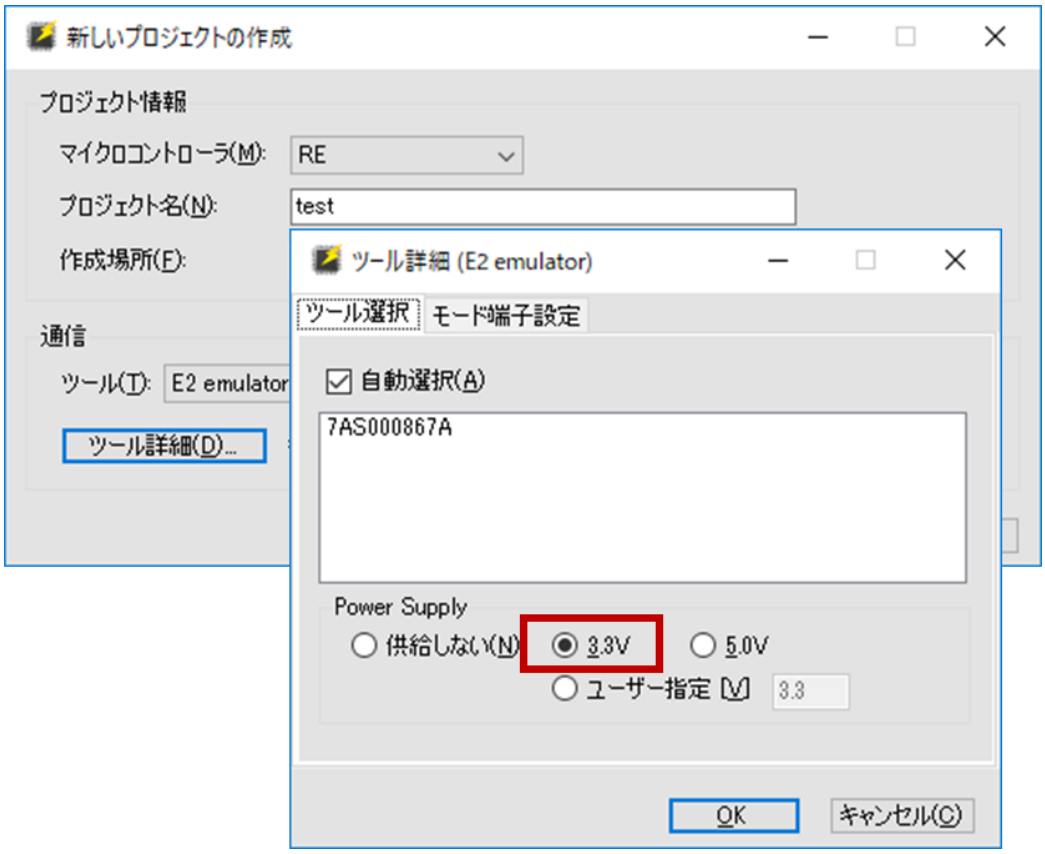

**図 4-6 RFP ツール詳細で 3.3V を選択**
3. ファイル ＞ 新しいプロジェクトの作成、マイクロコントローラを RE 選択、プロジェクト名をつけ、ツールにて「E2 emulator」を選択。ツール詳細で 3.3V を選択されていることを確認します。図 4-6 参照